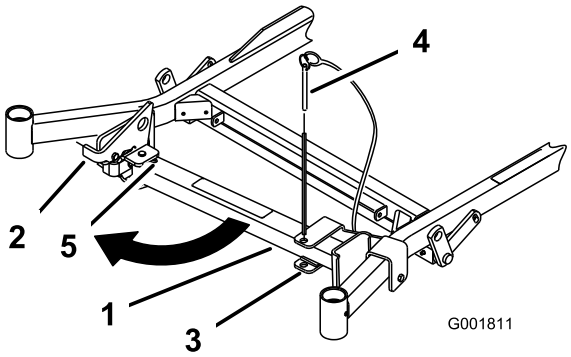
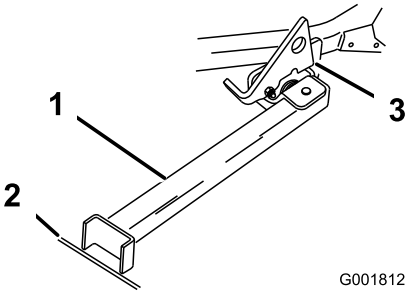

Rysunek 34
Rysunek 35
2. Usuń sworzeń wspornika (Rysunek 34).
3. Unieś zaczep. Obróć stopę podpory z przodu i przesuń ją w kierunku maszyny, w dół szczeliny (Rysunek 34 i Rysunek 35).
6. Ustaw stopę podpory na ziemi i oprzyj zaczep na występie osi przegubu (Rysunek 35).
Informacja: W celu uzyskania najlepszych wyników umieść stopę podpory w pęknięciu chodnika lub darni (Rysunek 35).
8. Wjedź na podpórkę. Zatrzymaj się, gdy zaczep wpadnie na występ i zablokuje się (Rysunek 35). Po wjechaniu na podporę zaciągnij hamulec postojowy i wyłącz silnik.
7. Ustaw podporę w położeniu spoczynkowym (Rysunek 34).